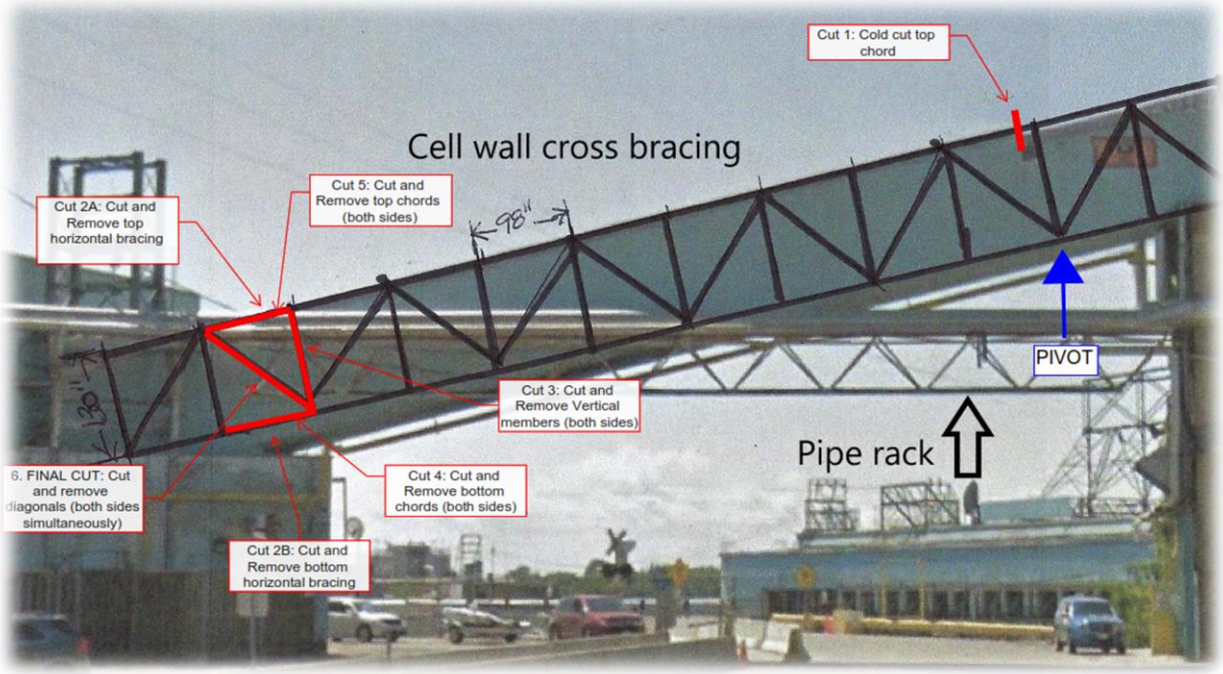

Figure 1: Overhead Gallery Demolition Sequence
VI. Cut 1: Cold cut top two chords at upper cut line (see Figure 1).
a. Cut 2: Horizontal Bracing (top and bottom; see Figure 1),
b. Cut 3: Vertical Members (both sides, see Figure 1).
X. Cut 4: JD850 and PC800 cut Bottom Chords (both sides; see Figure 1).
XI. Cut 5: JD850 and PC800 cut Top Chords (both sides; see Figure 1).
XII. Cut 6 (Final Cut): JD850 and PC800 cut diagonal members simultaneously (See Figure 1).